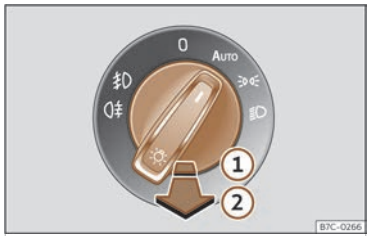

Abb. 78 Schalttafel: Lichtschalter.
- **Nebelscheinwerfer einschalten** : Ziehen Sie den Lichtschalter bis zur ersten Raste heraus ››› **(Abb. 78)** ①.
- **Nebelschlusslicht einschalten** : Ziehen Sie den Lichtschalter ganz heraus ②.